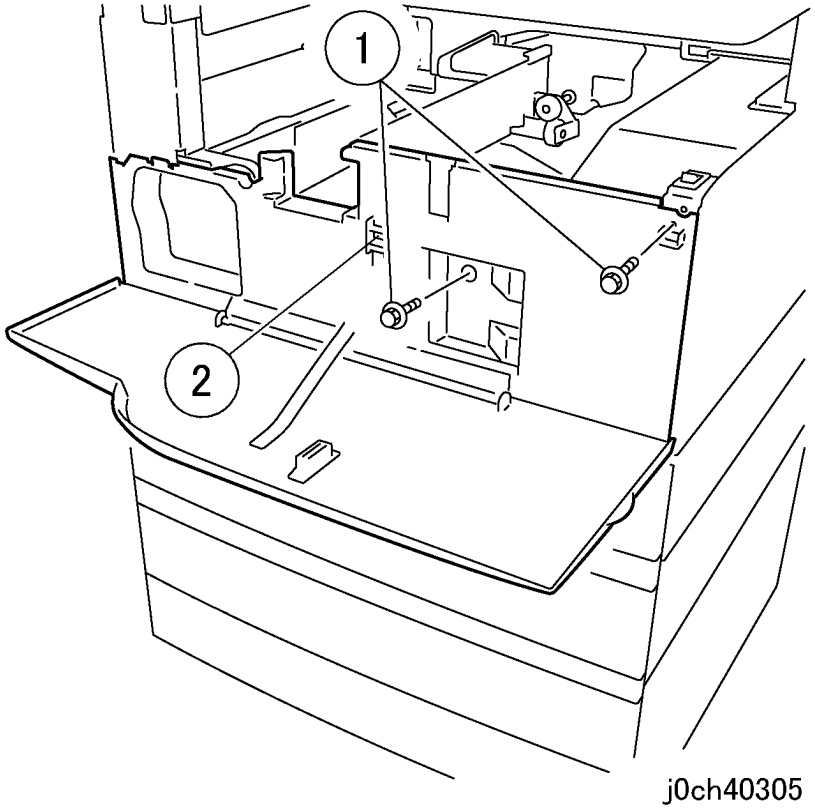

Рисунок 2 Снятие внутренней крышки (j0ch40305)
3. Снимите внутреннюю крышку (рисунок 2).